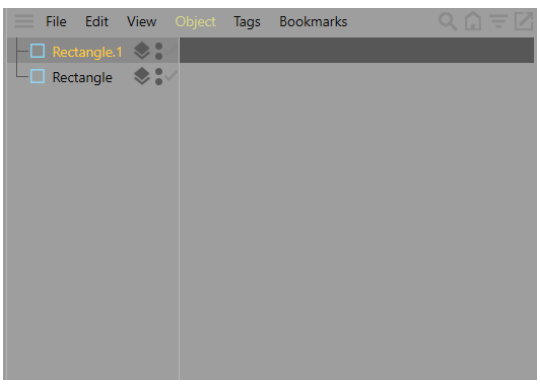

Figure 2-33 *Rectangle.1 added to the Object Manager*
5. Make sure that *Rectangle* is selected in the Object Manager. Press and hold the left mouse button and the CTRL key and then drag and drop the cursor in the empty space above it; the copy of *Rectangle* is created in the Perspective viewport and added to the Object Manager with the name *Rectangle.1*, as shown in Figure 2-33.